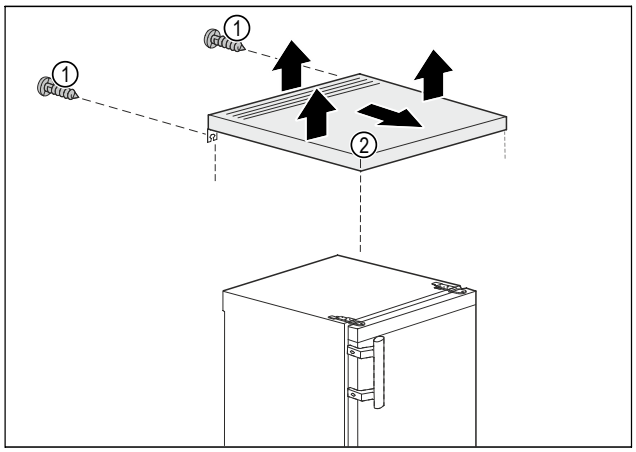

*Fig. 3*
- ▶ Îndepărtați șuruburile *Fig. 3 (1)* de pe partea posterioară.
- ▶ Ridicați placa mesei *Fig. 3 (2)* în spate.
- ▶ Împingeți placa mesei *Fig. 3 (2)* în față.
- ▶ Detașați placa mesei *Fig. 3 (2)* în sus.
- ▷ Placa mesei *Fig. 3 (2)* este detașată.